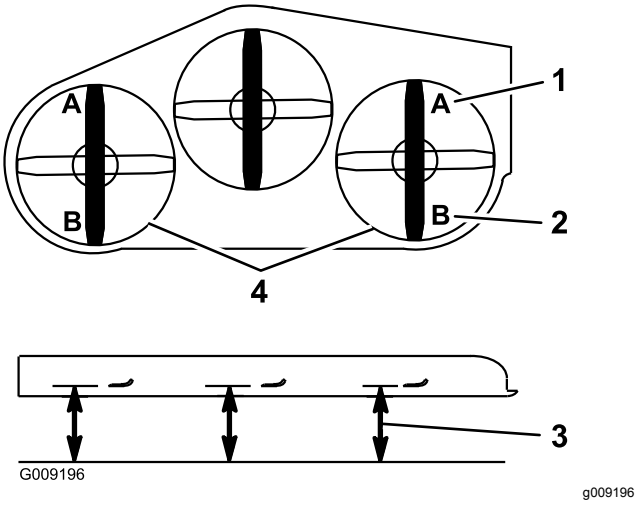

**Figuur 107**
9. Meet aan beide zijden van het maaidek vanaf het horizontale oppervlak tot de voorste punt van het maaimes (punt A); zie Figuur 107.
15. Meet aan beide zijden van het maaidek vanaf het horizontale oppervlak tot de achterste punt van het maaimes (punt B); zie Figuur 107.